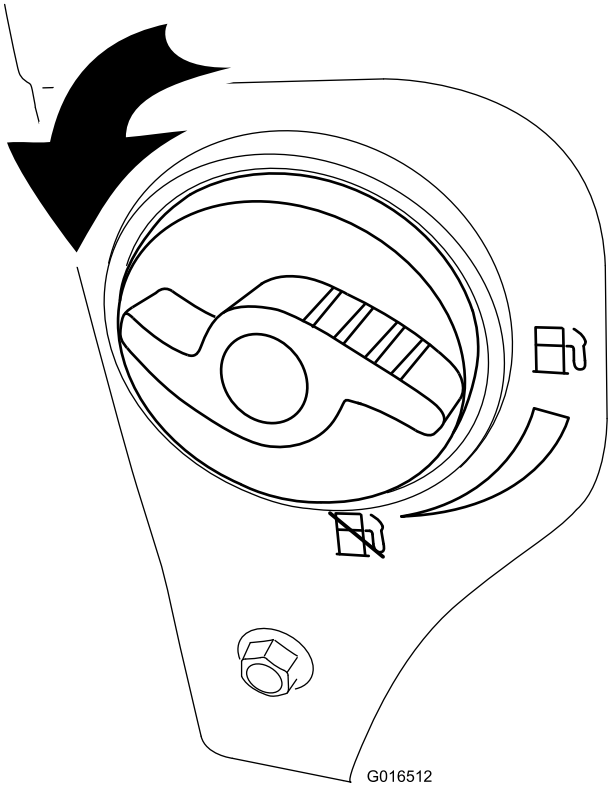

Bild 25
2. Drehen Sie den Kraftstoffhahn eine Viertelumdrehung nach links, um ihn zu öffnen (Bild 25).